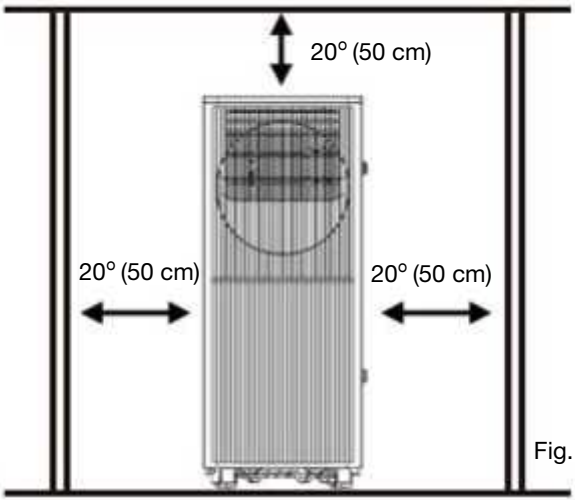

Fig. 4
- Un climatiseur de déménagement doit être installé dans un endroit plat et vide tout autour. Ne bloquez pas la sortie d'air, et la distance requise autour doit être d'au moins 50cm (voir Fig.4).